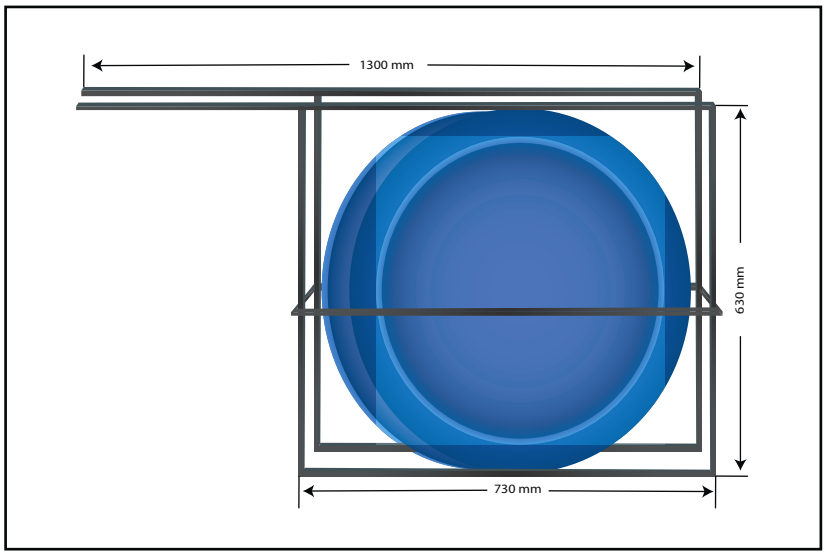

Fig: 12 Drum Frame (Front View)
- The base frame should be connect as per the labeling and with proper dimension which is shown in Fig: 12.